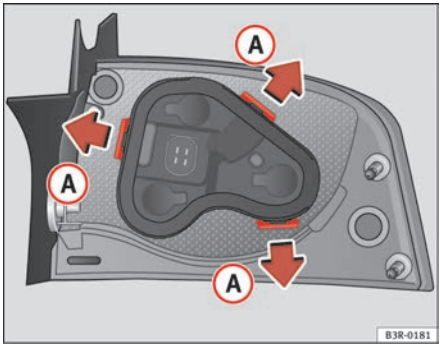

Fig. 210 Retaining tabs on reverse side of rear light
– Release the retaining tabs ⇒ fig. 210 (A).